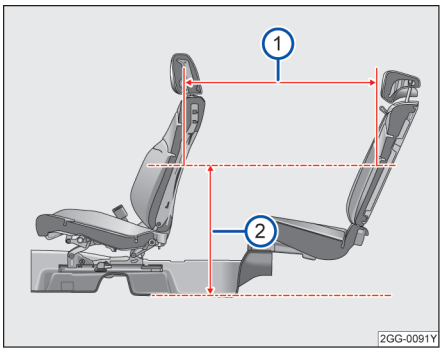

图 73 座间距
当前排座椅前后位置：座椅最后往前滑动 127mm，靠背角为（19.06°），高度处于设计位置；后排座椅位于设计位置时，在距离地板位置 620mm 处→ 图 73②，座间距为 908mm→ 图 73①。 ◁